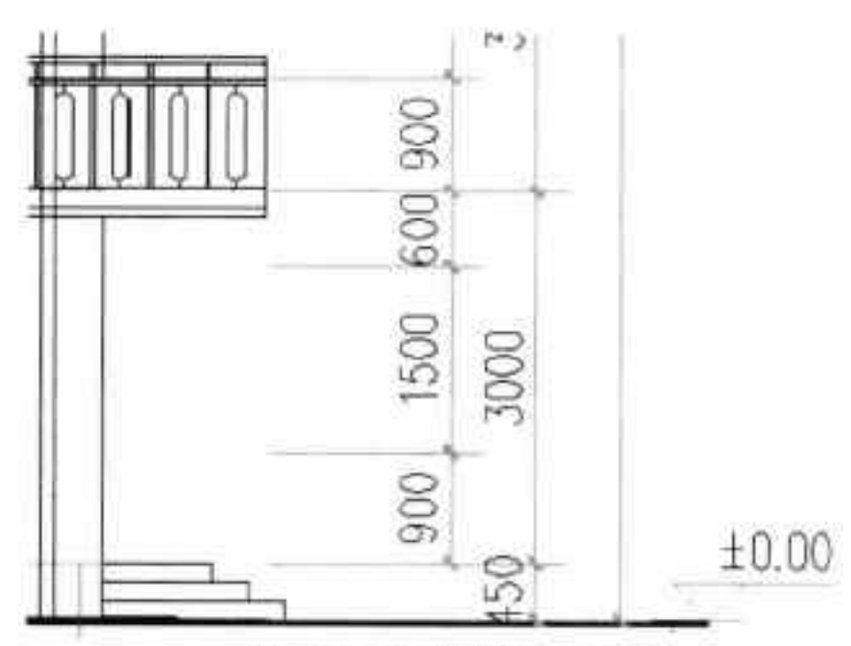

图17-85 完成标高添加
Step 04 按回车键完成标高添加操作，完成后效果如图 17-85 所示。